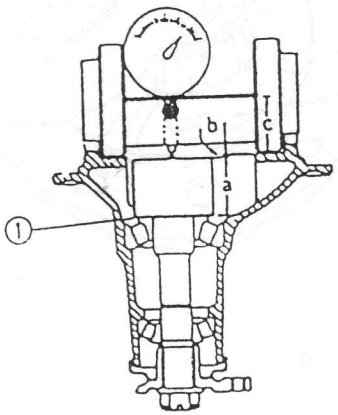

Fig. 16-21-4
. Refiriéndose a la Fig. 16-21-4, anótese que hay tres dimensiones: "a", "b" y "c".
Con el útil soporte de comparador colocado sobre el patrón (Fig. 16-21-4) el comparador puede moverse de su posición "0" para indicar un cierto valor que es el que corresponde a "b". Añada este valor a 94 mm (o sea "a" + "c") y del total, reste el valor marcado en el piñón de ataque. El resultado corresponde al espesor de suplemento necesario.
- Los suplementos se ofrecen en 12 espesores seleccionables. Seleccione uno o dos suplementos indicados a continuación para obtener el espesor más próximo al valor obtenido anteriormente, e insértelo(s) en el espacio indicado como Fig. 16-21-4 (1).